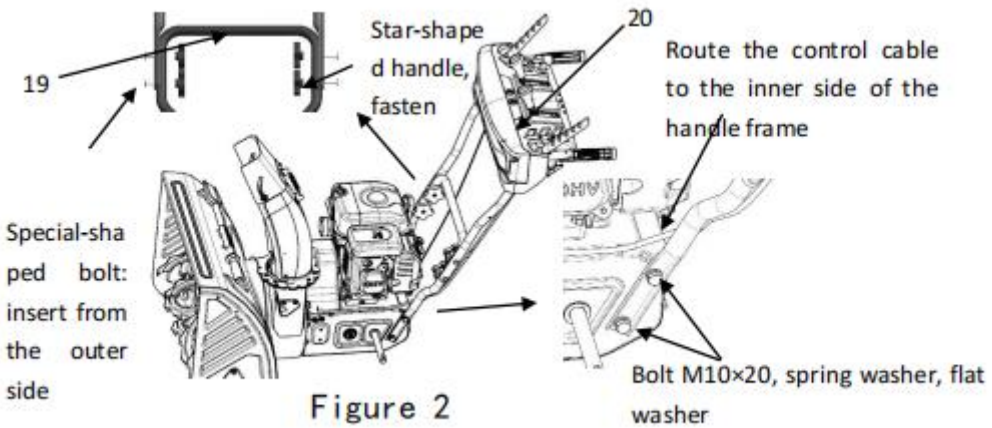

Figure 2
1. Install the middle handle frame segment (Item 19) to the designated mounting positions on the machine housing using bolts, nuts, and flat washers. Route the operating control cables along the inner face of the handle frame. (See Figure 2)
2. Connect the upper handle frame segment (Item 20) to the middle segment (Item 19) using the provided shaped bolts and star-grip knobs to complete the full handle frame assembly. (See Figure 2)